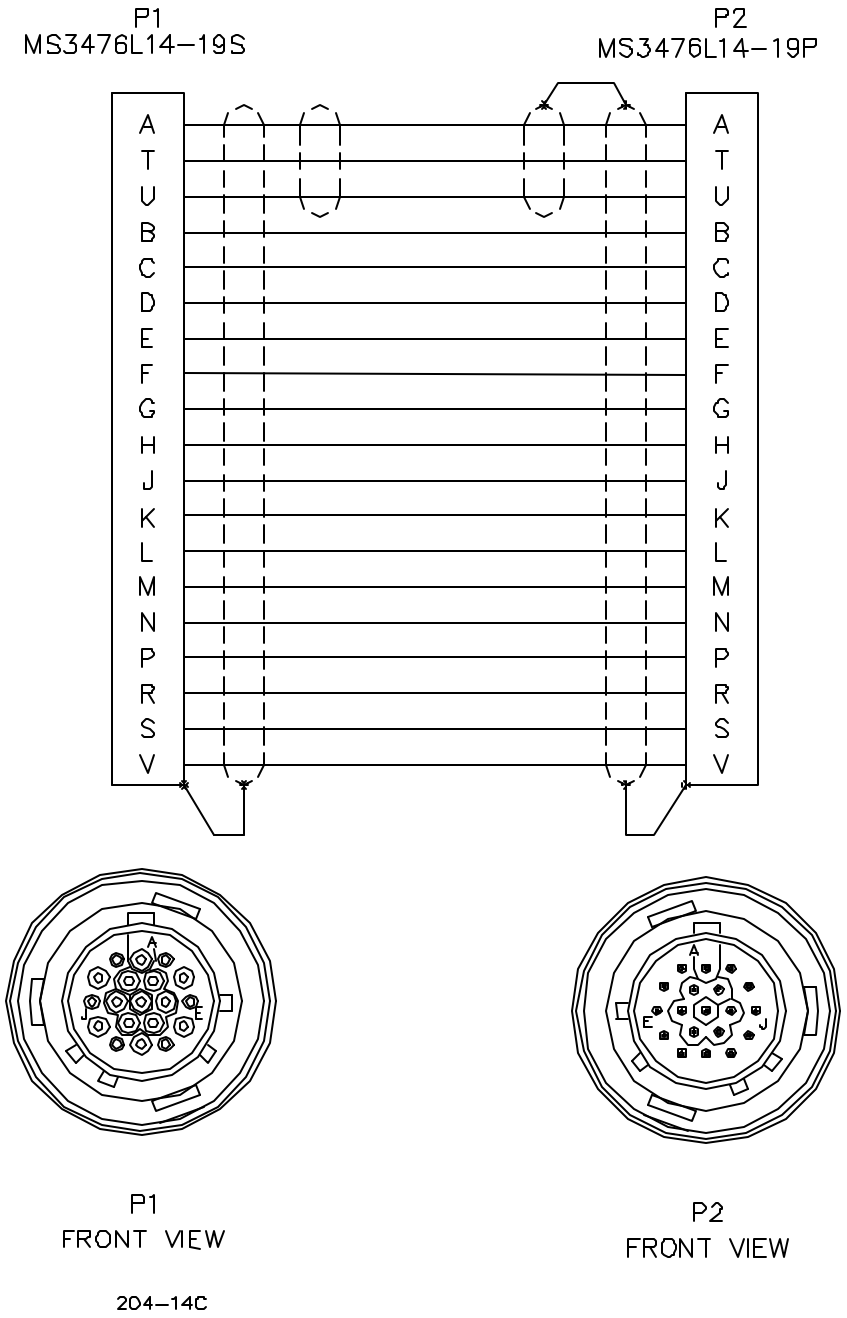

Figure H-17. MCA-CCA Cable, Wiring Diagram and Pin Location
d. Remove boot (3) from back shell (2) and cable (4).
e. Using connector pliers (soft jaw), loosen back shell (2) from connector (1).
g. Using extraction tool, extract damaged pins from connector (1) Also extract serviceable pins to facilitate installation of a new boot (3).
h. Remove connector (1) from cable.
i. Slide back shell (2) away from end of cable.
m. Slide new boot on cable (4).
n. Using insertion tool, insert pins into connector IAW figure H-17.
p. Using wire brush, clean sealing compound residue from threads of connector body (1) and back shell (2).
q. Apply primer to threads of connector body (1) and back shell (2).
r. Apply sealing compound to threads of connector body (1) and back shell (2).
t. Screw back shell (2) to connector (1) and torque to 5N/m.
u. Apply adhesive S1125 to boot (3), for bonding to cable jacket and back shell (2).
v. Slide boot (3) on back shell (2).
w. Using heat gun, apply heat uniformly until boot (3) shrinks to form secure seal around back shell (2) and cable (4).
x. Install clip (5) with dust cap (6) attached, on boot (3).